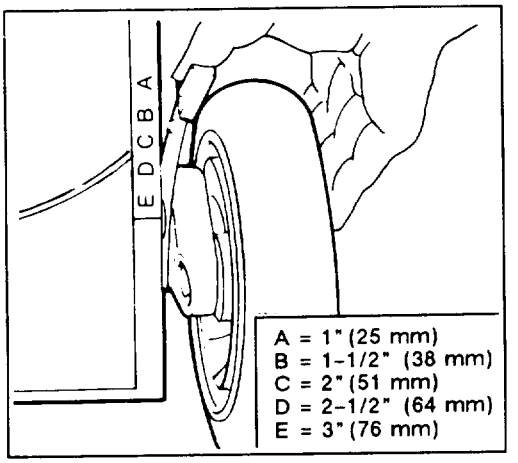

Figure 11
Five letters cast into the housing represent each graduated increment (Fig. 11).
2. For easier adjustment, lift housing up so wheel is off ground. Squeeze adjusting lever toward wheel and move to desired setting (Fig. 11). Assure pin on adjusting lever engages slot in housing. Adjust all wheels to the same setting.